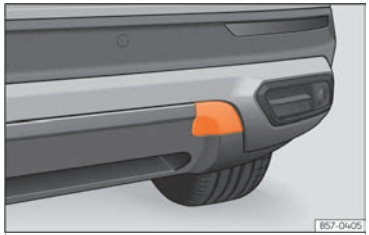

Fig. 198 Rear bumper on right: remove the lid.
The housing of the screw towing eye is on the right side of the rear bumper behind a lid ››› Fig. 198.
- Press the upper side of the lid ››› Fig. 198 to unclip it.